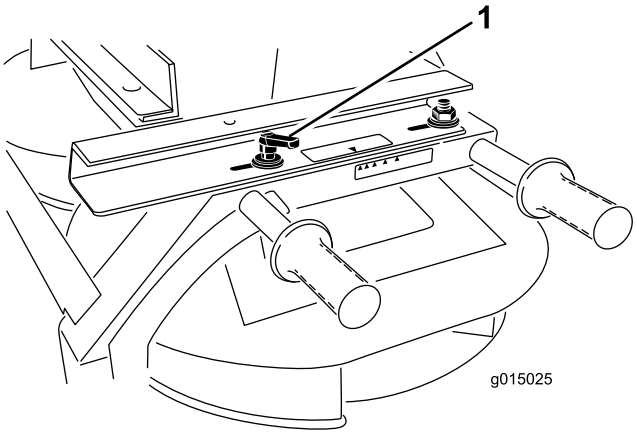

**Figur 43**
1. Lossa handtagen på varje sida av dubbelspridaren (Figur 43).